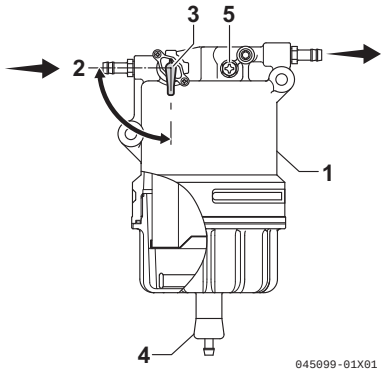

Figure 8
1. Position an approved container under the water separator **(Figure 8, (1))** to collect water and contaminants drained from the water separator.
2. Close **(Figure 8, (2))** the fuel valve **(Figure 8, (3))**.
3. Open the drain valve **(Figure 8, (4))** at the bottom of the water separator. Drain any water collected inside. If no water comes out, loosen the air vent screw **(Figure 8, (5))** at the top of the water separator by turning it counterclockwise 2 - 3 turns.
4. If still no water comes out, open the fuel valve **(Figure 8, (3))**.